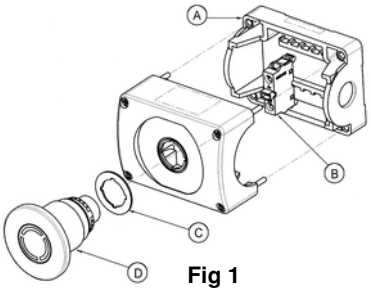

Fig 1
1. Figures 1 and 2 show an exploded view of two typical pushbutton stations.